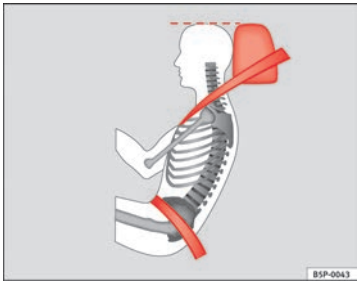

Fig. 13 Banda del cinturón y apoyacabezas ajustados correctamente, vistos lateralmente
- **La banda abdominal del cinturón de seguridad deberá pasar por la región pélvica, pero nunca por encima del abdomen. El cinturón de seguridad debe quedar plano y bien ceñido a la pelvis ⇒ fig. 13. En caso necesario habrá que tirar un poco de la banda.**